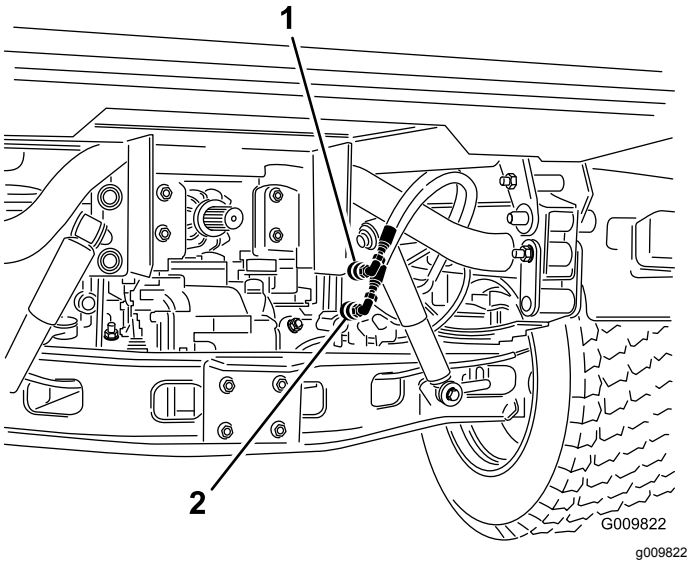

Rysunek 76
2. W obu pojazdach odłącz dwa węże z szybkozłączkami od węży zamocowanych do wspornika złączki (Rysunek 76).